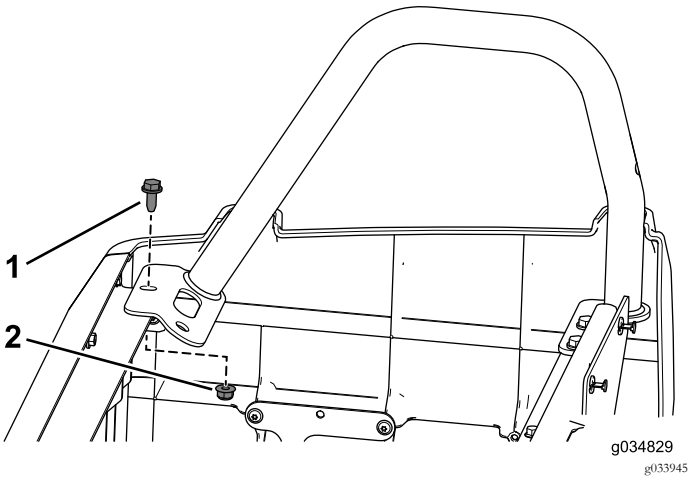

Figur 53
1. Fjern den fremre flensbolten og flensmutteren fra den høyre hoftestøtten (Figur 53).